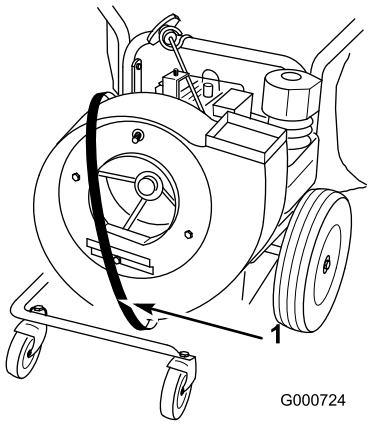

Figur 35
10. Før den nye rem rundt om blæserhuset (Figur 35).